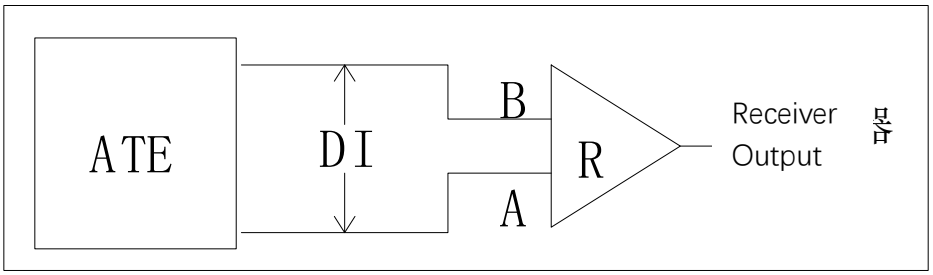

Figure 4 Receiver Propagation Delay Test Circuit
(4) Test circuit is shown in Figure 4